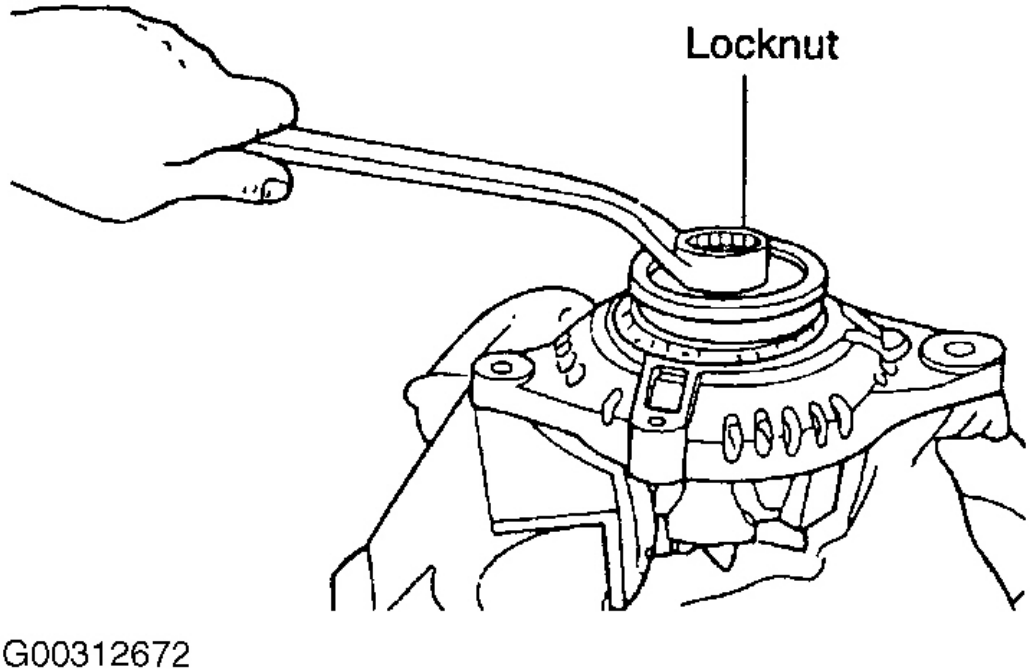

Fig. 13: Extracción de cojinete delantero con un zócalo
5. Si es necesario, retire el cojinete delantero usando un zócalo y una prensa de mano o tornillo de banco. Ver **La Fig. 13** .